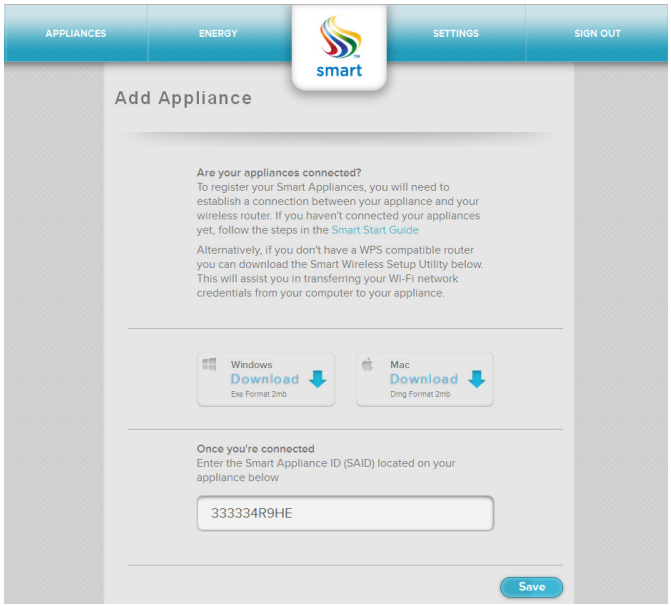

Figure 15
3. Enter the Smart Appliance ID number and then select "Save" (see figure 15).